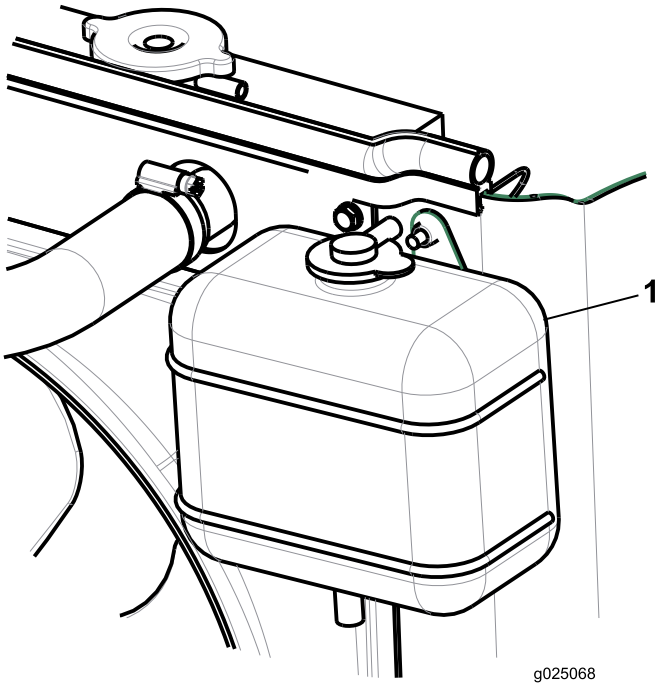

Figur 28
2. Kontrollera kylvätskenivån i expansionstanken (Figur 28).